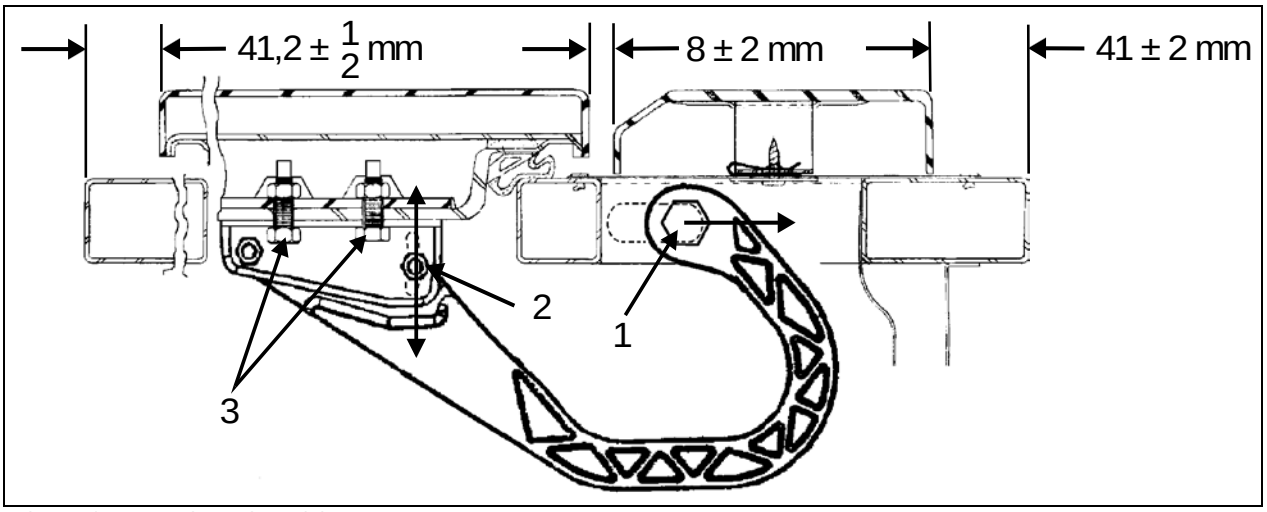

FIGURE 84: EVAPORATOR DOOR 18198
2. Loosen nut (1, Figure 84).
4. Tighten nut (1, Figure 84).
5. Loosen nut (2, Figure 84). Hinge allows the door to be shifted "IN or OUT".
7. Loosen screws (3, Figure 84). Screws allow the door to be shifted "UP or DOWN".